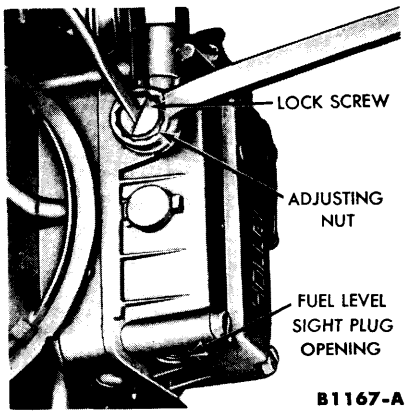

FIG. 10—Fuel Level Adjustment
With the engine stopped, remove the fuel level sight plug and gasket and check the fuel level (Fig. 10). The fuel level within the bowl should be at the lower edge of the sight plug opening ±1/16 inch.
2. **With the engine stopped,** loosen the lock screw on top of the fuel bowl just enough to allow rotation of the adjusting nut underneath (Fig. 10). **Do not loosen the lock screw or attempt to adjust the fuel level with the engine running because the pressure in the line will spray fuel out and present a fire hazard.**